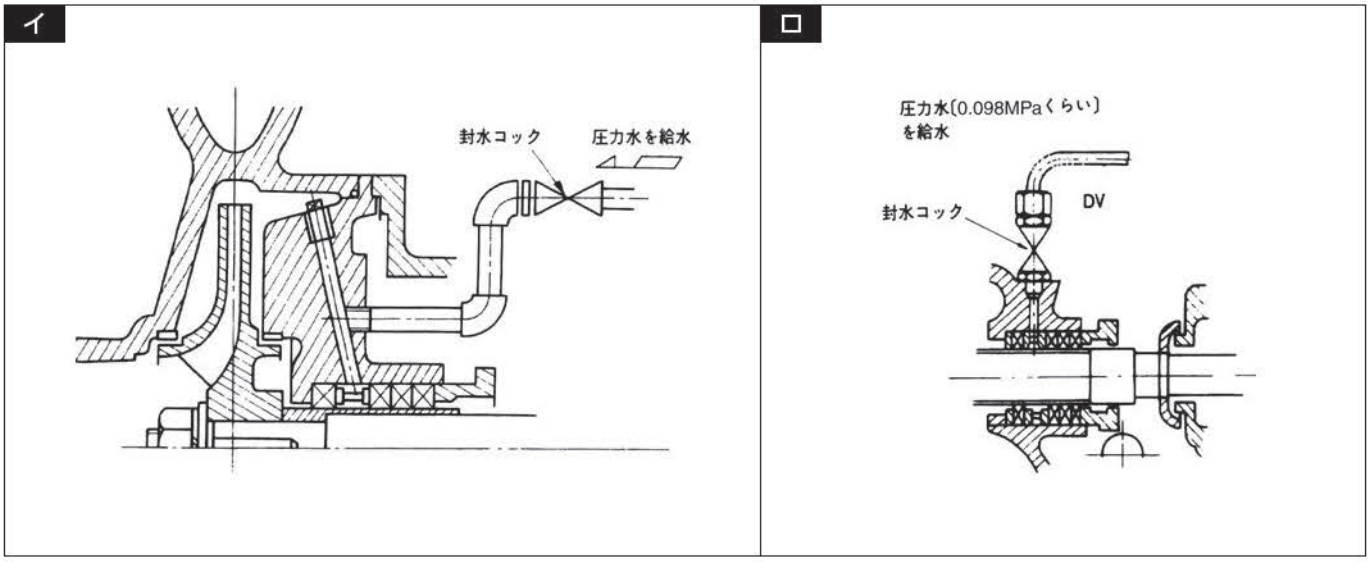

図2
(5) つり合いシートを使っている多段ポンプの場合、つり合いシートの摩耗状態は軸端部のインデックスにより指示されます。摩耗量が1.5mm以上になったらつり合いシートおよびつり合いライナーを取替えてください。
(6) 運転中は常に揚程、吐出し量、電流値に注意してください。吸込管から空気を吸ったり、異物が羽根車に詰まったり、あるいは、ストレーナにごみが詰まった場合には摩耗の増減が激しくなったり、吐出し量が急減したりすることがあります。
(7) 川砂などを吸込みやすい所では封水管がふさがったり、軸の焼付、摩耗を起こす恐れがありますので沈砂槽を設け、砂がポンプに吸込まれぬようにするのが理想的です。特にパッキン箱への封水は図2のように